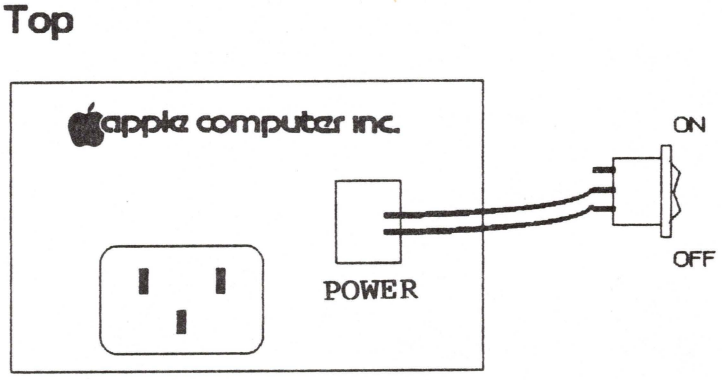

FIGURE 8
e. Make sure the "ON" side of the switch (the open terminal of the three-terminal switch) is toward the top of the case, and push the switch into its slot in the case until it seats itself firmly. (See Figure 8.)
7. Solder leads to new switch. (See Figure 8 for orientation of 3-pole switch.)